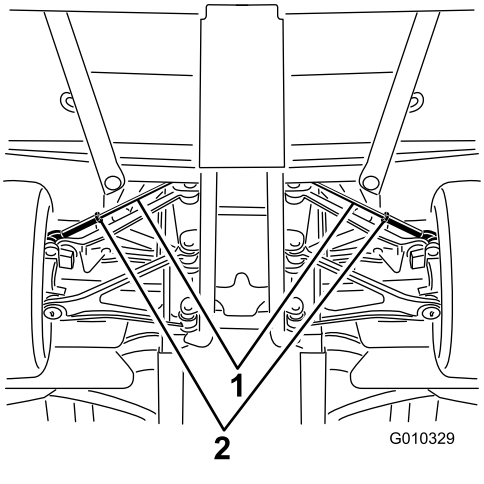

Figur 50
A. Lossa kontramuttern i mitten på dragstången (Figur 50).